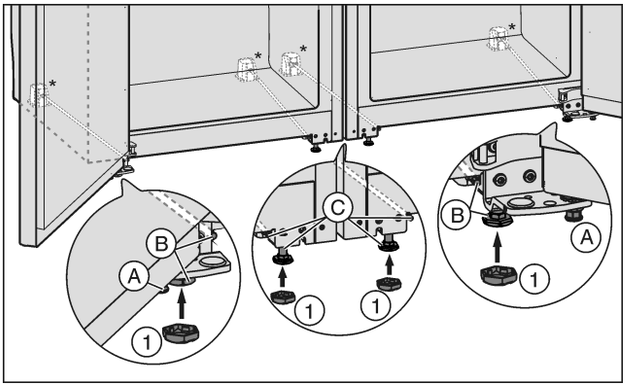

*Fig. 22*
▶ S'il y a lieu, visser complètement les pieds de réglage *Fig. 22 (A)* devant aux deux appareils, de sorte qu'il n'y a pas de contact avec le sol.
▶ Placer les caches *Fig. 22 (1)* sur les quatre pieds de réglage avants.
- ▶ Visser les pieds de réglage du milieu *Fig. 22 (C)* de sorte qu'il n'y ait aucun contact avec le sol.
- ▶ Aligner la combinaison au moyen des pieds de réglage extérieurs *Fig. 22 (B)*.
▶ Abaisser de nouveau les pieds de réglage du milieu *Fig. 22 (C)* jusqu'à ce qu'elles touchent le sol.
▶ Ensuite, étançonner la porte : Abaisser les pieds de réglage *Fig. 22 (A)* au support d'appui jusqu'à ce qu'ils soient en contact avec le sol; ensuite les tourner de 90°.